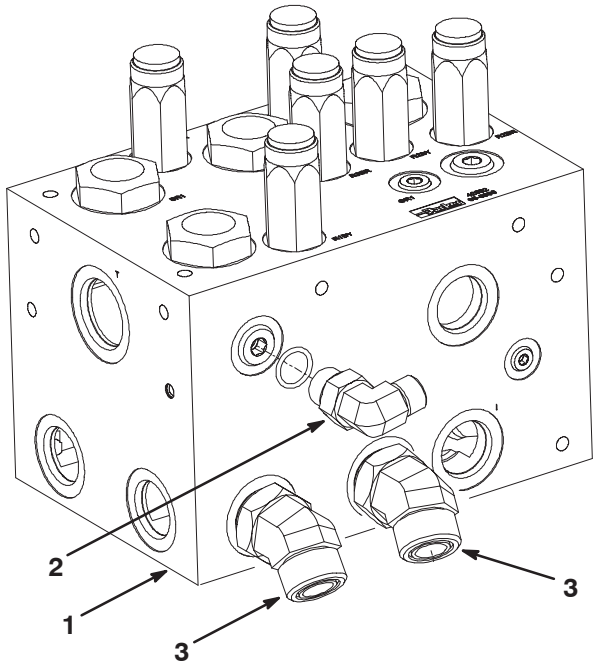

Figure 6
3. Remove the plug from the top left rear port in the PTO manifold and install the 90 degree fitting and the O–ring into the port (Fig. 6).
4. If the PTO manifold fittings, that the (2) hoses were disconnected from are straight fittings, remove the fittings and proceed to step 5. If the fittings are 45 degree fittings, proceed to step 6.
5. Install (2) 45 degree fittings into the PTO manifold ports where the straight fittings were previously installed (Fig. 6).